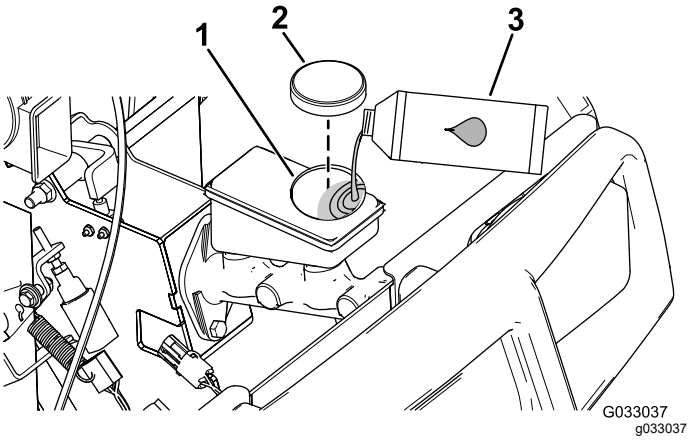

Figur 68
4. Åpne panseret for å få tilgang til hovedbremsesylinderen og -beholderen (Figur 68).
A. Rengjør området rundt beholderen, og ta av lokket (Figur 68).
C. Sett lokket på beholderen (Figur 68).